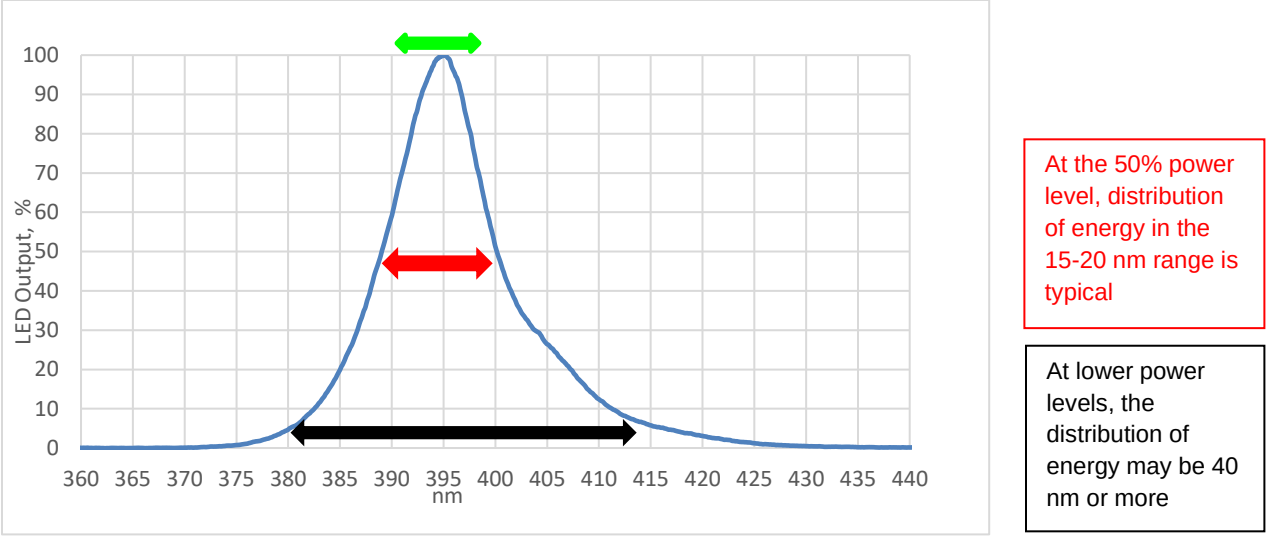

Figure 5: Typical 395 nm UV LED Energy Distribution (Courtesy EIT LLC)
- At lower levels, the distributor may spread to 40 nm or more as shown in Figure 5 below.